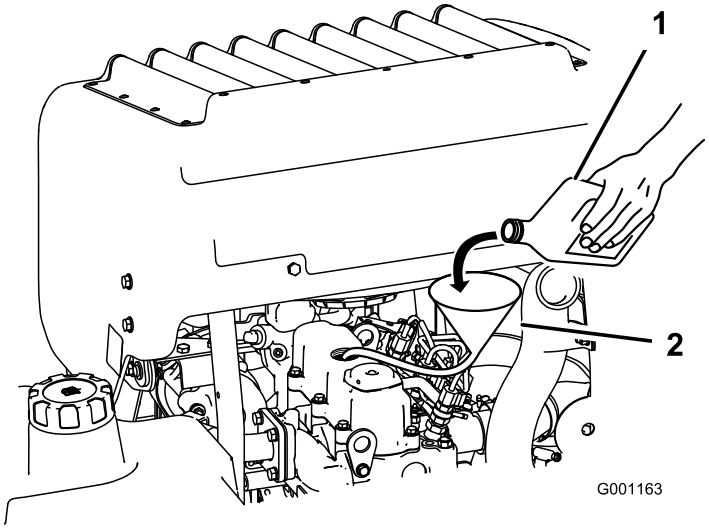

Figur 46
3. Der kan hældes olie på motoren ved hjælp af en slange og en tragt (Figur 46).